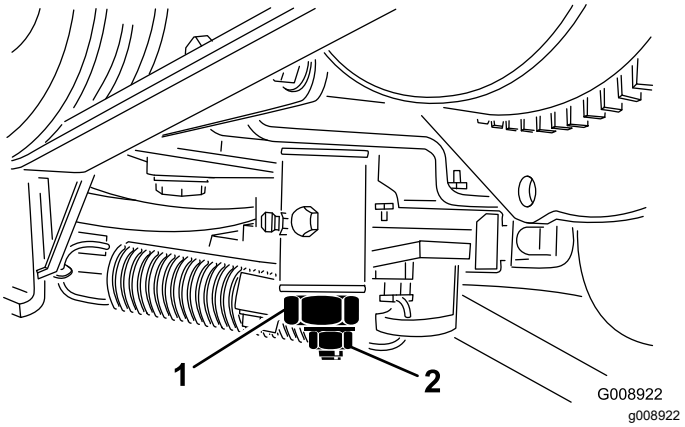

Figur 60
3. Løsn låsemøtrikken på traktionsjusteringsknasten (Figur 60).